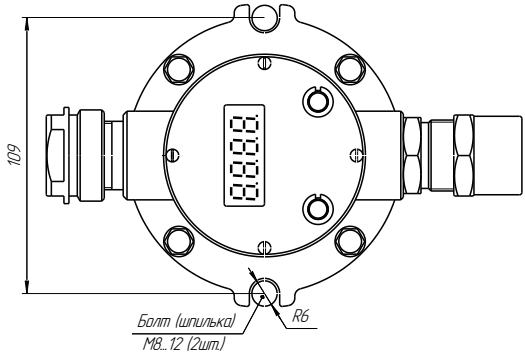

Рисунок 8
3.5.1 Крепление сигнализатора осуществляется к плоской поверхности при помощи двух болтов или резьбовых шпилек с гайками **М8**…**М12** (рисунок 8).